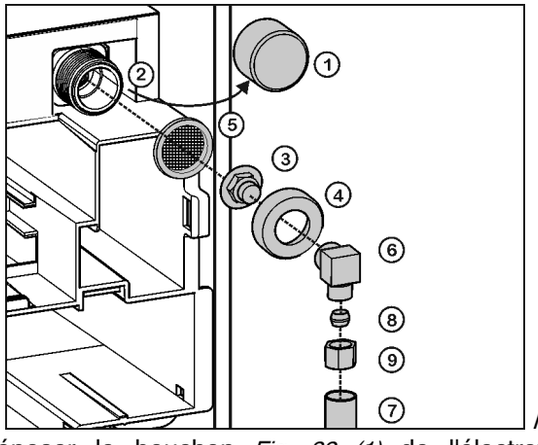

*Fig. 32*
▶ Déposer le bouchon *Fig. 32 (1)* de l'électrovanne *Fig. 32 (2)*.
▶ Poser la pièce de raccordement *Fig. 32 (3)* dans l'écrou-raccord *Fig. 32 (4)*.
▶ Insérer le filtre à eau *Fig. 32 (5)* avec la rainure vers le bas en direction de la pièce de raccordement *Fig. 32 (3)*.
▶ Raccorder l'écrou-raccord *Fig. 32 (4)* à l'électrovanne *Fig. 32 (2)* et serrer.
▶ Pour dévier le raccordement d'eau de 90°, visser lecoude *Fig. 32 (6)* éventuellement.
▶ Raccorder laconduite d'eau *Fig. 32 (7)* (par exemple, cuivre) à l'aide de la bague de serrage *Fig. 32 (8)* et visser l'écrou *Fig. 32 (9)* sur la pièce de raccordement *Fig. 32 (3)* ou lecoude *Fig. 32 (6)*.